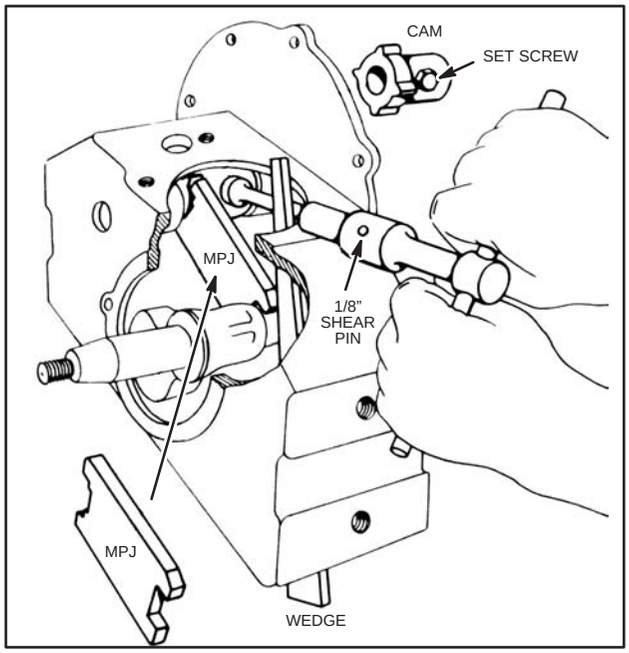

Fig. 883 – ASSEMBLE CAM GEAR, MODEL PB
Place Timing Tool #MPJ (NLA) between cam and crankpin as shown in Fig. 883. Use a wedge 10" long as shown to hold crankshaft in place. Use Socket Wrench, Tool #13A33-T1* (NLA) and 13A33-T2* (NLA) to tighten the set screw on cam. A piece of 1/8" round cold rolled steel is used as a shear pin between the two (2) ends of the wrenches, and the set screw is tightened until the 1/8" cold rolled steel is sheared off. Allow end play of about .005" on cam before tightening set screw.